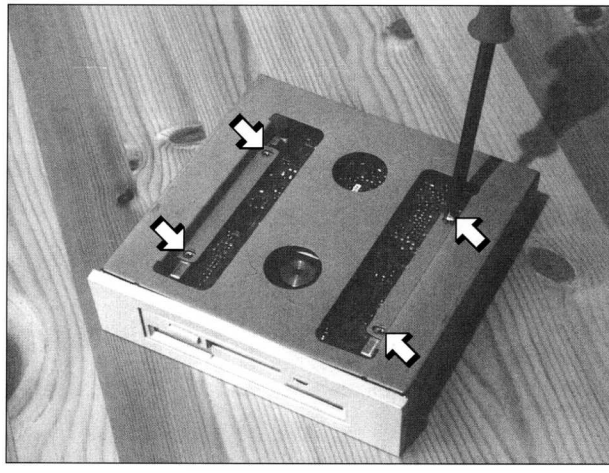

Abb. 12.7: *3,5"-Laufwerk im 5,25"-Einbaurahmen*
3. Sollte der Rechner nicht über 3,5"-Schächte verfügen, so müssen Sie das Laufwerk in einen 5,25" breiten Rahmen einsetzen, wie in der Abbildung 12.7 dargestellt ist.